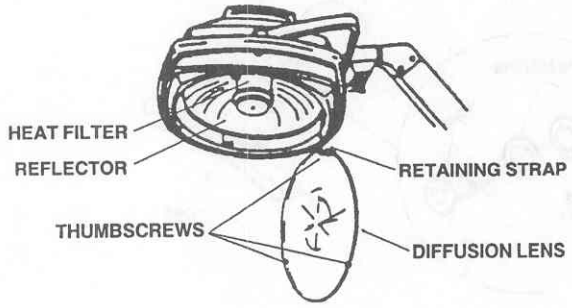
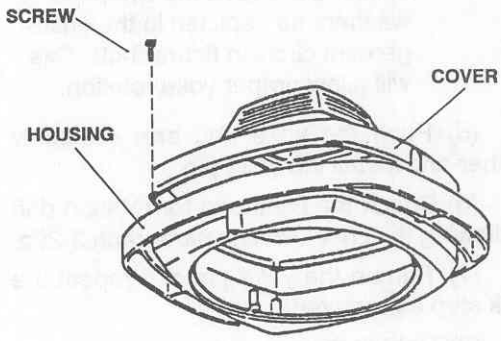

Figure 3-41. Heat filter removal.
Figure 3-42. Lighthead cover.
(6) Loosen the three thumbscrews fastening the diffusion lens and allow the lens to swing outward on its retaining strap.
(7) Remove the heat filter as illustrated in figure 3-41 and set it aside.
(8) Remove the lamp and set it aside.
(9) Refasten the diffusion lens and turn the lighthead and arm assembly over with the lighthead housing cover upward.
(10) Remove the four pointed star screws fastening the lighthead cover (fig 3-42).